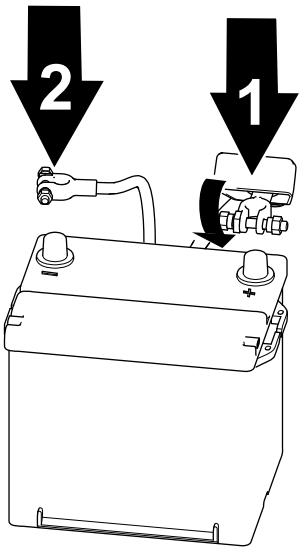

Figur 59
1. Tilslut pluskablet til batteriet, og tilspænd batteriklemmemøtrikken (Figur 59).
2. Tilslut minuskablet til batteriet, og tilspænd batteriklemmemøtrikken (Figur 59).